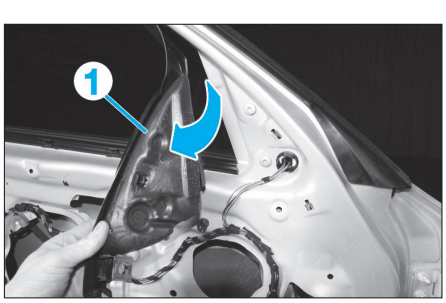

Fig. 98
• Déloger le cache intérieur de rétroviseur (1) **(Fig.98)**.